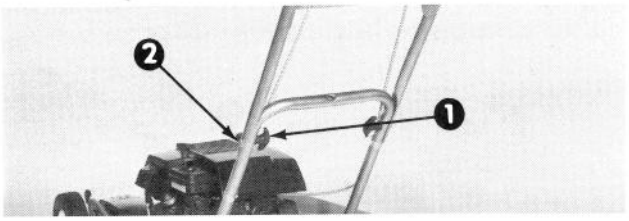

Figure 2
3. Slide upper handle into position on outside of lower handle. Secure upper and lower handles together with two handle bolts and knobs (Fig. 2). Knobs are on inside.